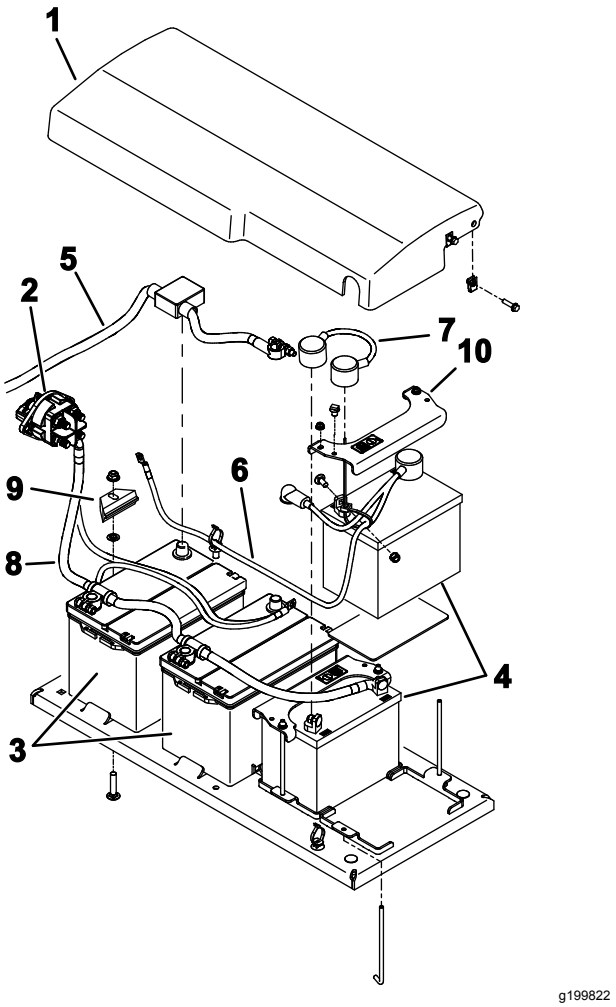

Bild 110
6. Entfernen Sie die Befestigungen, mit denen die Batterieabdeckung an der Maschine befestigt ist, und nehmen Sie die Abdeckung ab (Bild 110).
9. Nehmen Sie die Batterien vorsichtig aus der Maschine heraus (Bild 110).
1. Befestigen Sie die Batterien mit den Befestigungen (Bild 110).